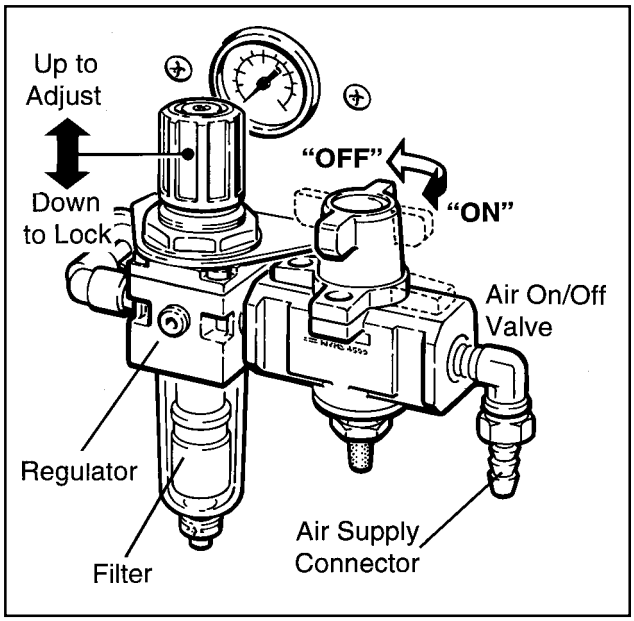

Figure 3-3 – "On/Off" Valve/Regulator/Filter
(2) **Main Air "On/Off" Valve/Pressure Regulator/ Filter –** Figure 3-3